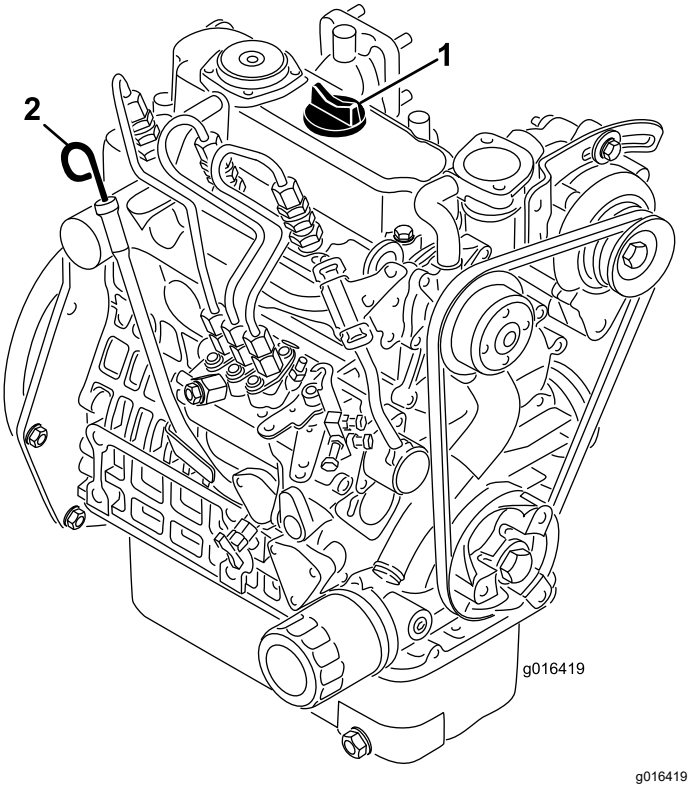

Figur 32
2. Ta ut oljestickan och torka av den med en ren trasa (Figur 32).